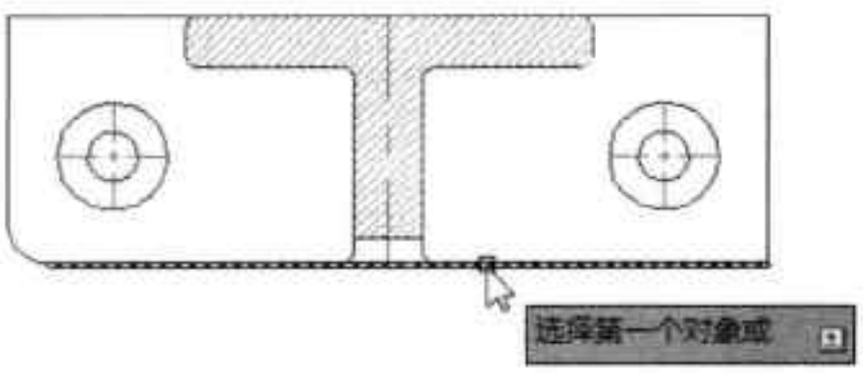

图21-104 继续添加圆角
Step 25 按照相同的方法，为另一个角添加圆角操作，如图 21-104 所示。